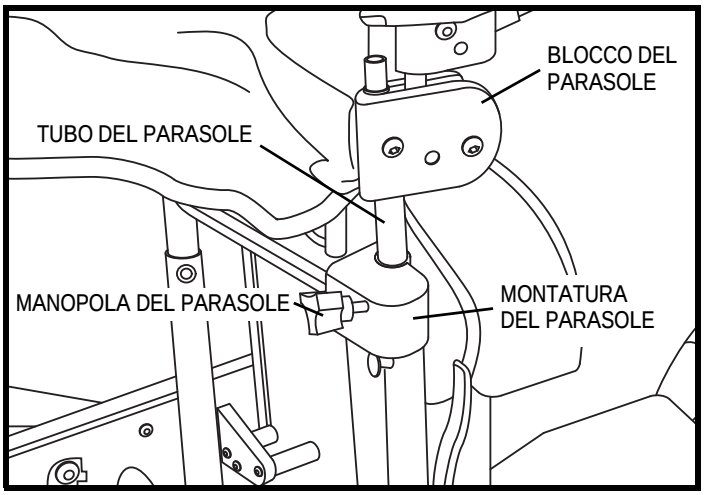

Figura 58. Installazione parasole (Kids FAST)
1. Per installare il parasole, allineare i tubi del parasole con gli appositi sostegni sulla parte posteriore della piastra superiore dello schienale. Inserire i tubi nei sostegni fino a quando il blocco tocca il sostegno. **Vedere la figura 58.**
2. Fissare il parasole alla Carrozzina ruotando la manopola in senso orario fino a chiuderla del tutto. Non stringere eccessivamente. **Vedere la figura 58.**